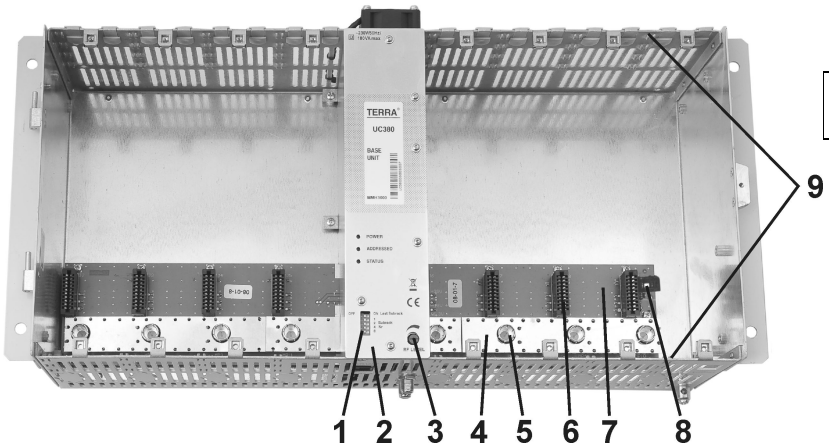

Rys. 5a. Wnętrze UC380
Zasilacz sieciowy UP-110 jest zintegrowany z z jednostką bazową (Rys.5a, poz. 2) i służy do zasilania dowolnej kombinacji zainstalowanych modułów.
Płyta główna (Rys.5a, poz.7) zapewnia połączenia między modułami - sprzężenie wyjść (RF) modułów, zasilanie, interfejs.
Przy pomocy załączonego okablowania można połączyć do 16 jednostek UC380. Już przy dwóch połączonych jednostkach trzeba przydzielić im rożne numery w systemie. Każda jednostka ma w tym celu 5-pozycyjny przełącznik DIP (Rys.5a, poz. 1). 4 suwaki (1, 2, 4, 8) służą do ustawienia numeru jednostki (Rys.6 poniżej). Suwak 5 (u góry przełącznika) ma być przesunięty w pozycję ON tylko w ostatniej jednostce w zestawie.